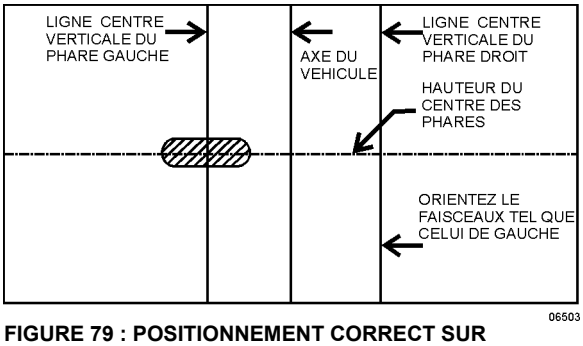

FIGURE 79 : POSITIONNEMENT CORRECT SUR L'ÉCRAN DE LA ZONE LONGUE PORTÉE DES FEUX DE ROUTE
4. Les feux de route sont orientés de sorte que le centre de la zone longue portée se trouve à l'horizontale et tout droit à la verticale (Figure 79).